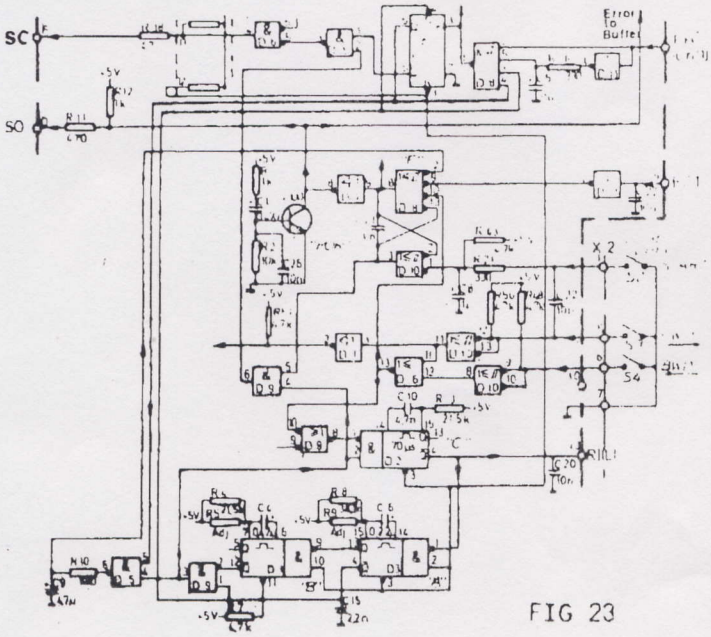

FIG 23
C gives RI(L) to 4031, where it triggers the FF's for the stepper motor which performs one step in the decided direction. On the interface, signal RI(L) triggers the two FF's A & B. As long as one of them is 1-set, signal SC is inhibited. They are delay FF's where A, approx. 3ms, blocks the accept of FH and B, approx 5ms, furthermore delays the transmission of SC. See Fig. 23.